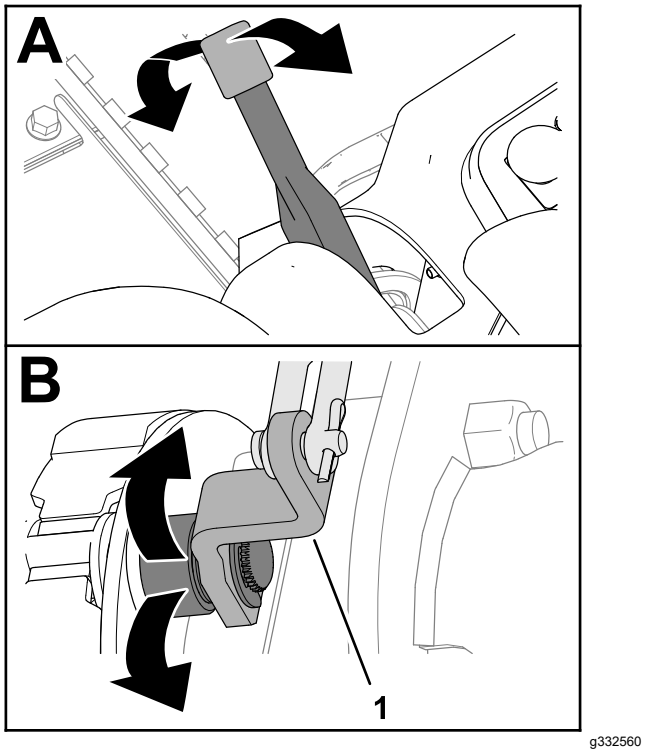

Figur 81
2. Flytta parkeringsbromsspaken uppåt och nedåt för att kontrollera att armen som går till bromskamsarmen rör sig fritt (Figur 81).